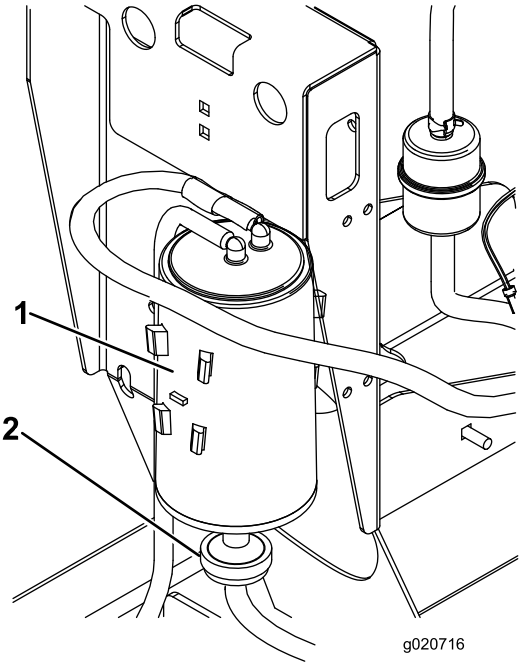

Figur 18
2. Koppla bort slangen från kolkanisterns luftfilter (Figur 18).
3. Ta bort kolkanisterns luftfilter och släng det (Figur 18).